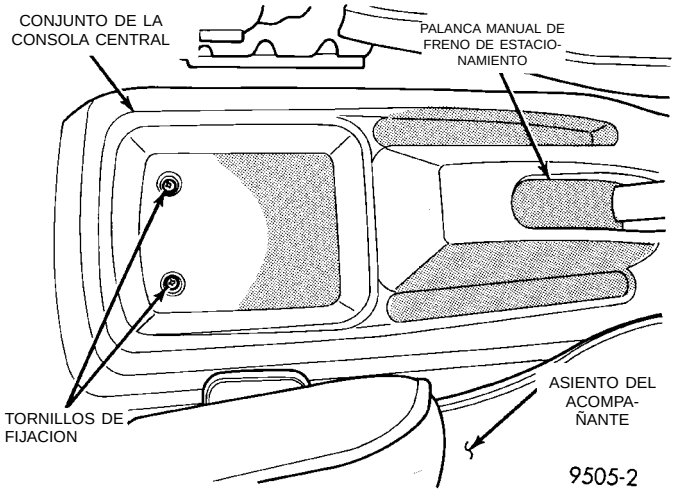
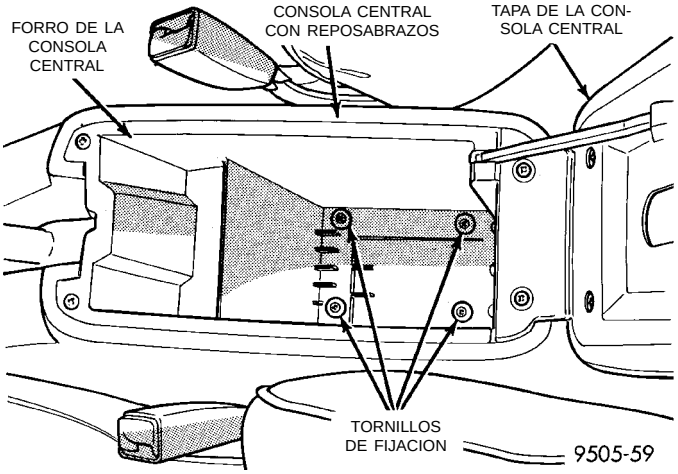

Fig. 5 Tornillos de fijación en la parte trasera de la consola central con/sin reposabrazos
Fig. 6 Tornillos de fijación en la parte trasera de la consola central con reposabrazos
(3) Retire los tornillos que fijan la parte trasera del conjunto de la consola central al soporte de la consola (Fig. 5) o (Fig. 6).